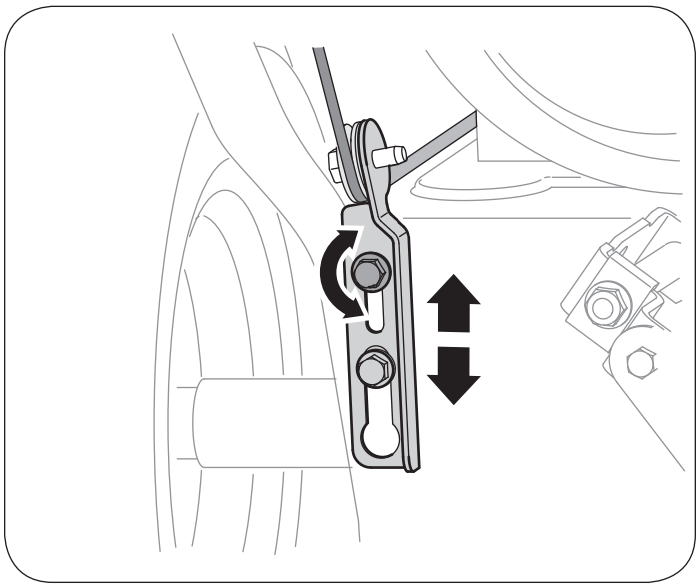

Figura 2
4. Deje la barrena engranada durante aproximadamente diez (10) segundos antes de soltar el control de la barrena. Repita esta operación varias veces.
8. Ubique la ménsula hacia arriba para brindar más juego (o hacia abajo para aumentar la tensión del cable). Vea la figura 2.